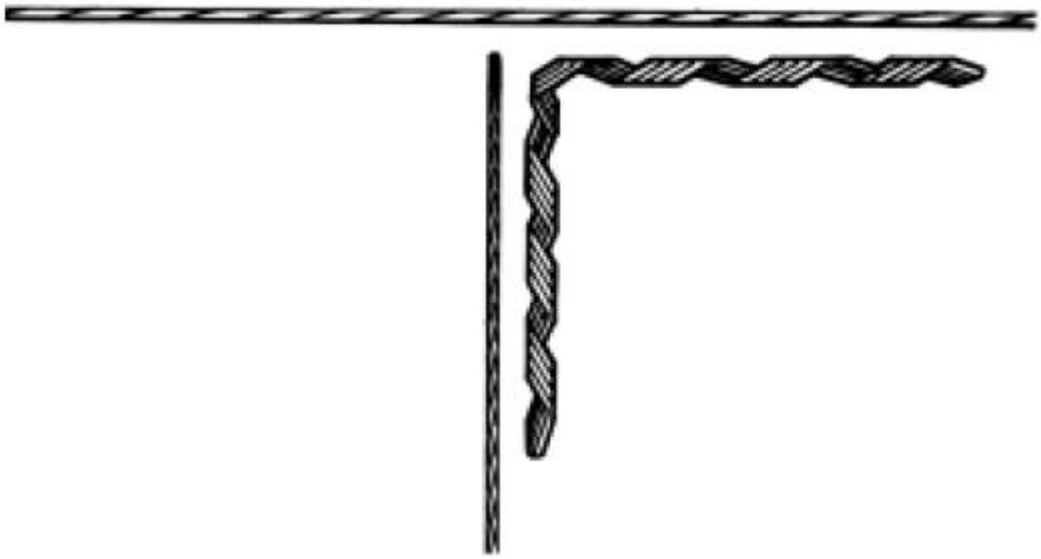

Figura 1 – Posição Inicial
- Coloque o conector preformado no condutor da linha, conforme figura 1;